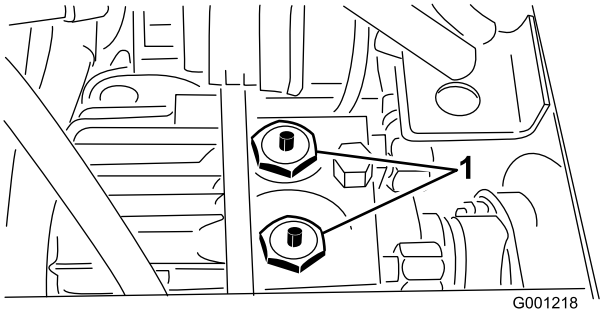

Figur 33
2. Trykk og hold inne pinnene midt i de to kontrollventilene øverst i drivverket (Figur 33) når maskinen skyves eller taues.